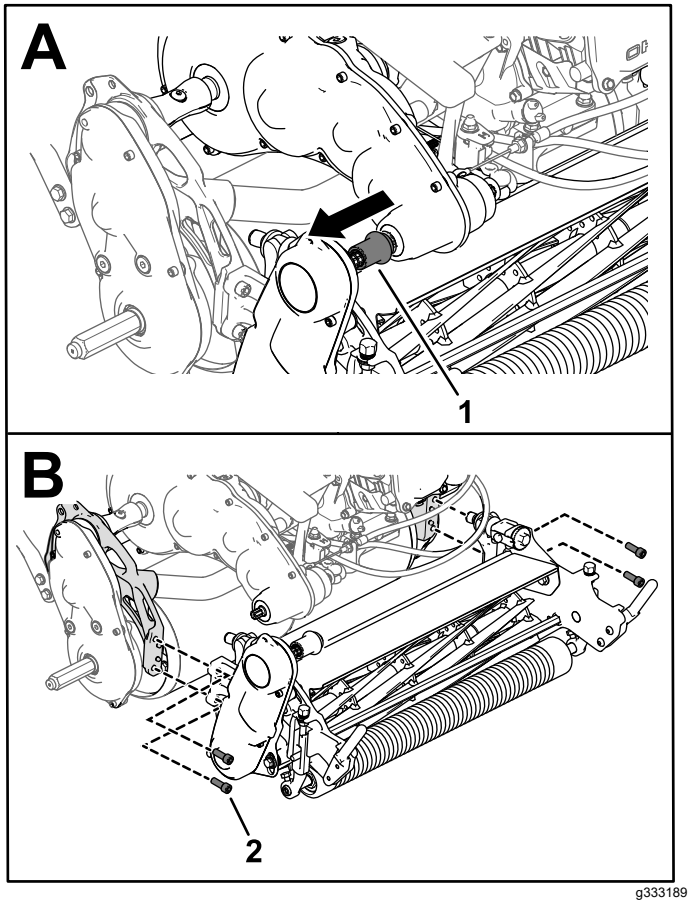

**Figuur 50**
3. Maak de koppeling van de maaiaandrijving los van de aandrijfas van de transmissie (Figuur 50).
4. Verwijder de inbusschroeven waarmee de maai-eenheid aan het frame is bevestigd (Figuur 50).